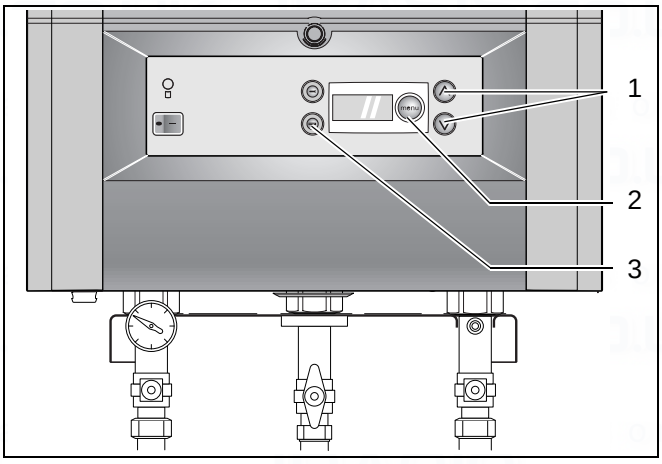

fig. 6 DBA – control panel
- Press (menu) button (see fig. 6, item 2) once then adjust the DHW temperature to the desired temperature (40 °C - 60 °C) using the (∧) and (∨) keys (see fig. 6, item 1). Factory setting is 48 °C.
- Press the (menu) button (see fig. 6, item 2) twice. The current setting blinks.
- Press (menu) button (see fig. 6, item 2) three times then adjust the flow temperature to the desired temperature (30 °C – 80 °C) using the (∧) and (∨) keys (see fig. 6, item 1). Factory setting is 80 °C.